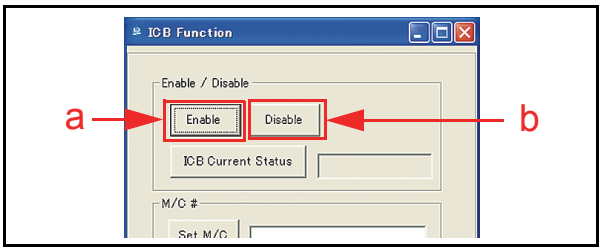

Figure 6-74 ICB Function Screen
This portion provides information about each Screen Button located on the "**ICB Function**" Screen shown in Figure 6-74.
2. Confirm that the "**ICB Function**" Screen shown in Figure 6-74 appears (See Figure 6-74). Seven (7) Screen Buttons exist on this Screen.
To begin using the "**ICB Function**" Screen Buttons, select the ICB "Enable / Disable" Function desired by first Mouse-clicking on the appropreate Screen Button (See Figure 6-74 a & b).
1. First, confirm that the Cash Box setting IS NOT set to "System Inhibit"; then Mouse-click on the "Enable" Screen Button (See Figure 6-74 a) to activate the ICB Function.
1. First, confirm that the Cash Box setting is not already set to "System Inhibit"; then Mouse-Click on the "Disable" Screen Button (See Figure 6-74 b) to inhibit the iVIZION's® ICB Function.